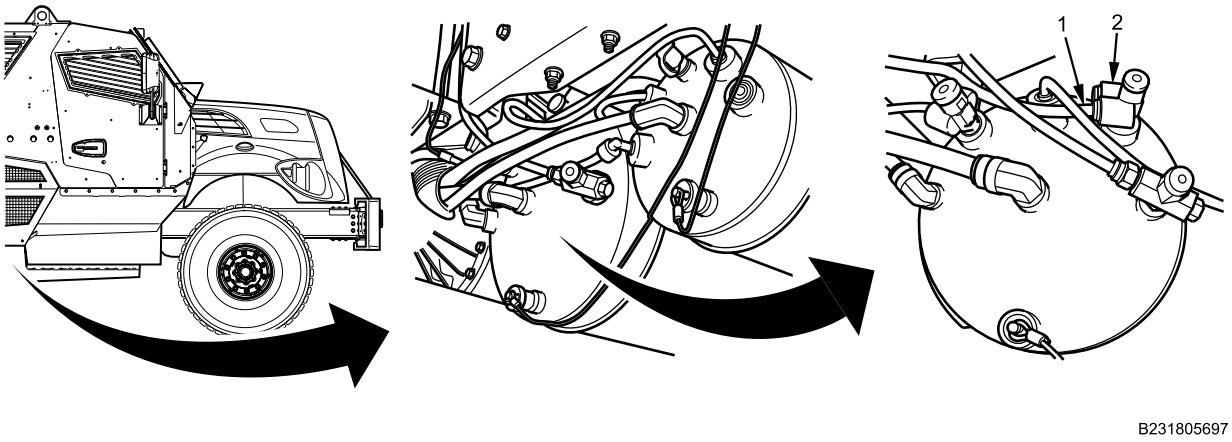

Figure 1. Primary and Supply Tanks.
1. Remove BLUE supply air line tubing (Figure 1, Item 1) from primary air tank limit valve (Figure 1, Item 2).
2. Turn limit valve (Figure 1, Item 2) counter-clockwise to remove from primary air tank.